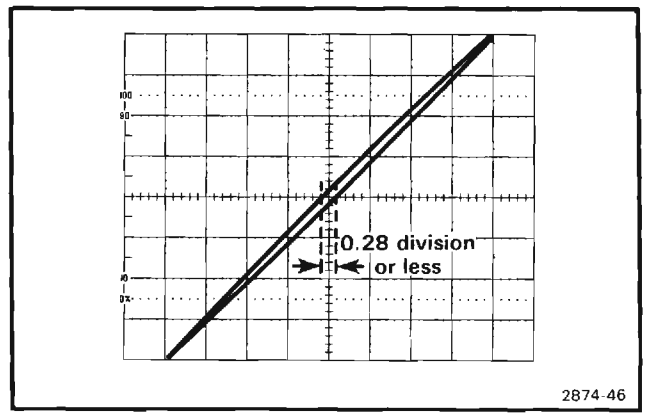

Figure 4-2. Typical display when checking X-Y phase relationships.
b. **CHECK**—Crt Lissajous display (see figure 4-2) for a separation of 0.28 division or less (indicates 2 degrees or less phase shift).
b. **CHECK**—Crt Lissajous display (see Figure 4-2) for a separation of 0.28 division or less (indicates 2 degrees or less phase shift).